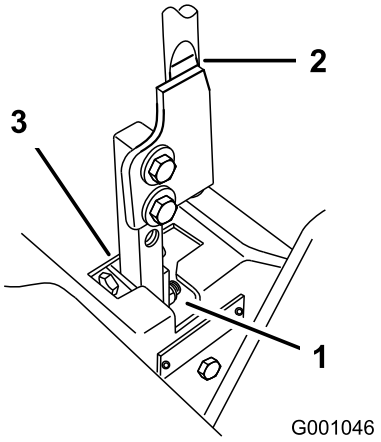

Figur 73
5. Flyt grebet til den neutrale position, men ikke låst (Figur 73).
6. Træk håndtaget tilbage, indtil gaffelbolten (på armen under drejeakslen) berører enden af åbningen (begynder netop at lægge tryk på fjederen) (Figur 73).
7. Kontroller, hvor håndtaget er i forhold til hakket i konsollen (Figur 73). Det skal være i midten, så håndtaget kan dreje udad til den neutrale låseposition.